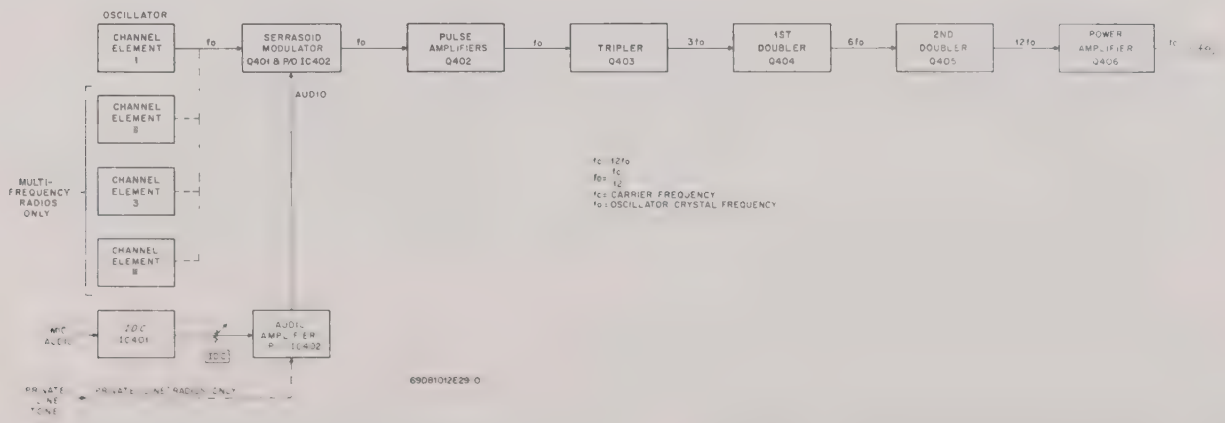

Figure 1.
Refer to the exciter block diagram, Figure 1. Voice audio from a microphone is applied to the IDC circuit which clips all voice peaks over a certain level to a constant amplitude. The IDC adjustment sets the desired amount of deviation produced by the voice audio. This audio is amplified and applied to the modulator. In "Private-Line" (PL) radios, the PL tone is injected to provide a constant amount of modulation. The channel elements provide a stable, crystal